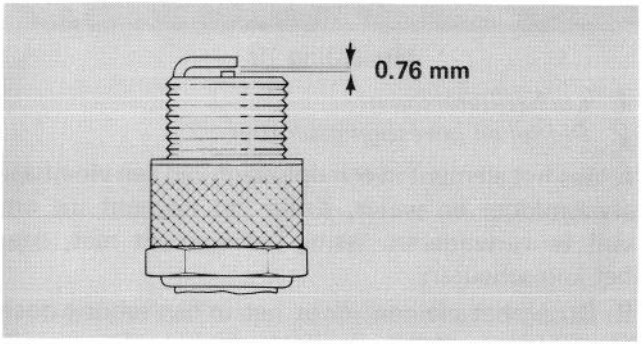

Afbeelding 21
2. Zet de luchtopening tussen de electroden op 0.76 mm. (Afb. 21). Bevestig bougie met pakkingszegel en draai de bougie tot 20.4 N·m. Als geen torsiesleutel wordt gebruikt, draai de bougie dan stevig aan.